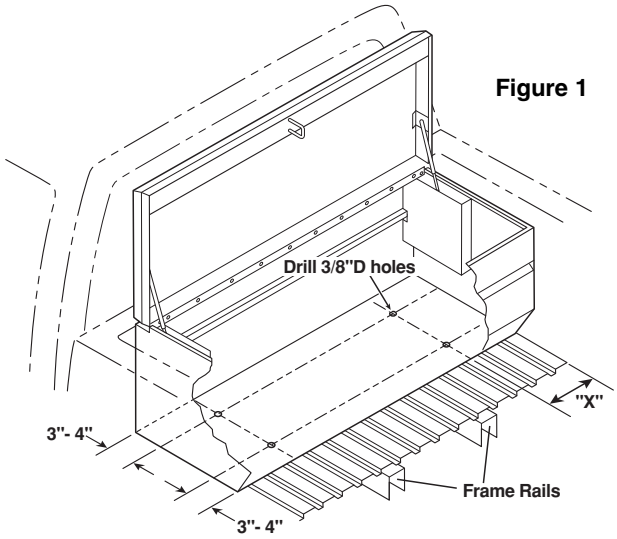

Figure 1
- Measure from middle of selected rib to truck box end (dimension "X" in fig. 1).